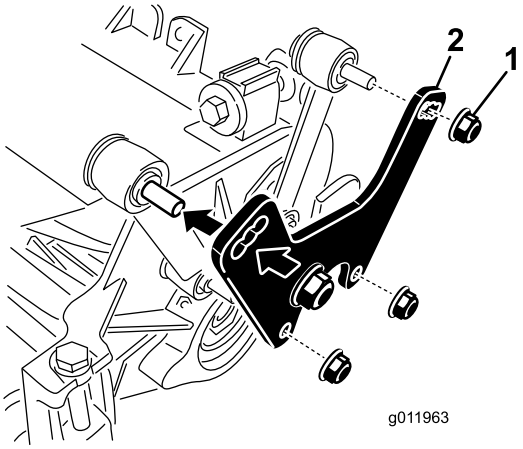

Rysunek 10
1. Zdemontuj nakrętki i podkładki mocujące łączniki podnoszenia do płyty bocznej jednostki tnącej oraz ramy nośnej (Rysunek 10).